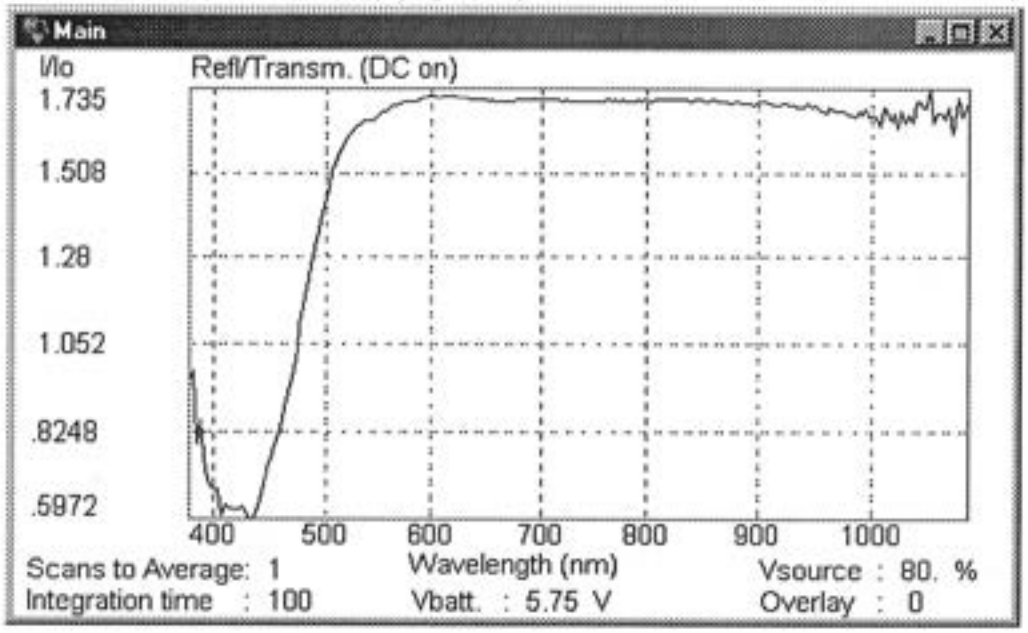

Figure 53. Reflectance Scan From a Yellow Piece of Paper.
13. Plot reflectance (I/Io) by selecting "REFL" with the "Refl/Raw" button (Section 4.2.2.9., ("Abs/Refl" Button.)) (Figure 53).